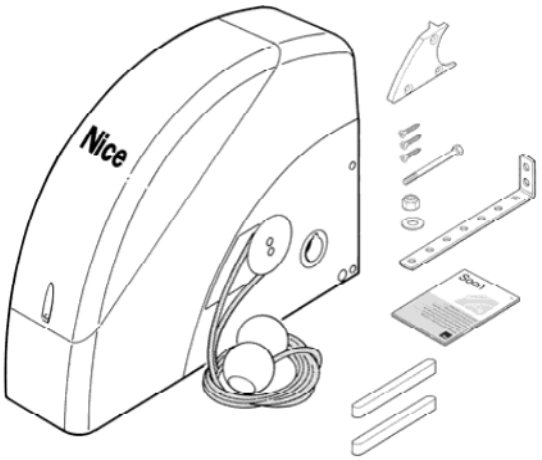

Рис. 1
3.1 ПРОВЕРКА ЭЛЕМЕНТОВ ИЗДЕЛИЯ (см. Рис. 1)